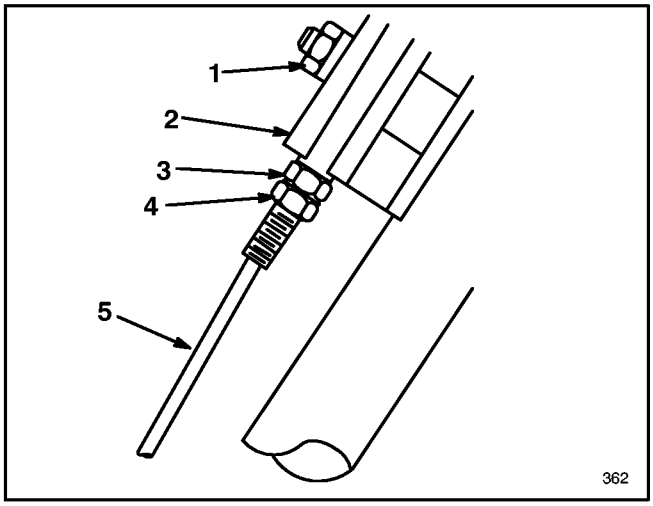

Figure 21
2. Loosen nut on support block (Fig. 21).
3. Loosen bottom jam nut on wheel traction cable (Fig. 21).
8. Top jam nut should be against support block when adjustment is complete (Fig. 21).